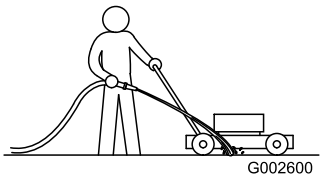

Figure 51
1. With the engine running on a flat paved surface, spray a stream of water in front of the right rear wheel (Figure 51).